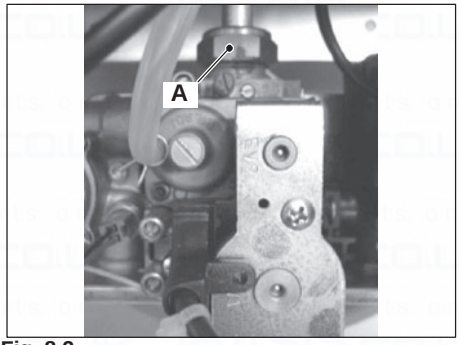
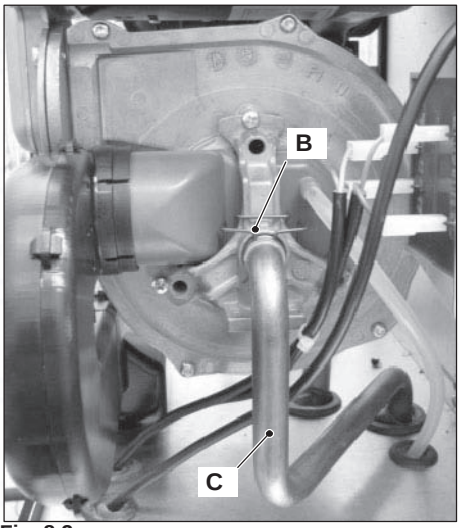

Fig. 8.2
Fig. 8.3
- Unscrew the connector A (Fig. 8.2), remove the fixing fork B and remove the pipe C (Fig. 8.3).